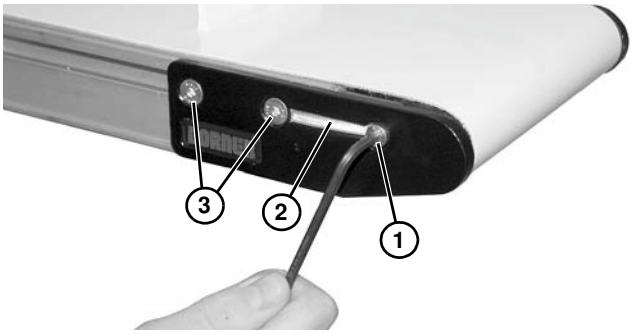

Figure 62
1. Sur un côté du convoyeur, retirer la vis **(Figure 62, élément 1)** et retirer le couvercle antipoussière **(Figure 62, élément 2)**, s'il y en a un.
2. Retirer les deux vis de fixation **(Figure 62, élément 3)**.